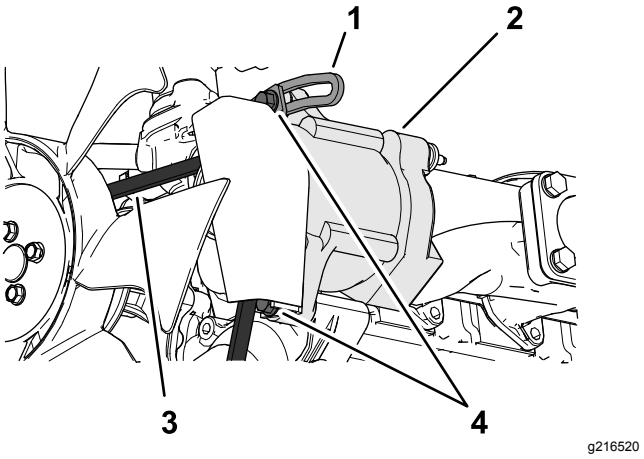

Figur 93
3. Lossa skruven på generatorns vridpunkt. Lossa bulten som fäster generatorn till det spårförsedda staget (Figur 93).